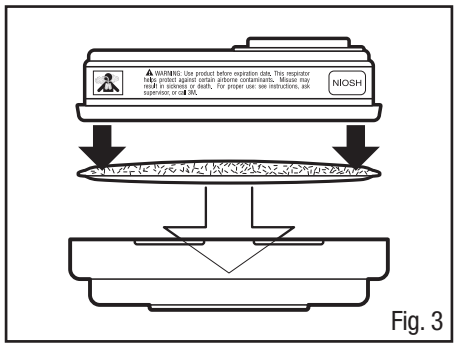

Fig. 3
2. Enfoncer la cartouche dans le dispositif de retenue de filtre. S'assurer qu'elle est parfaitement insérée dans le dispositif de retenue. Lorsqu'il est parfaitement inséré, le filtre couvre entièrement la surface de la cartouche (Fig. 3).